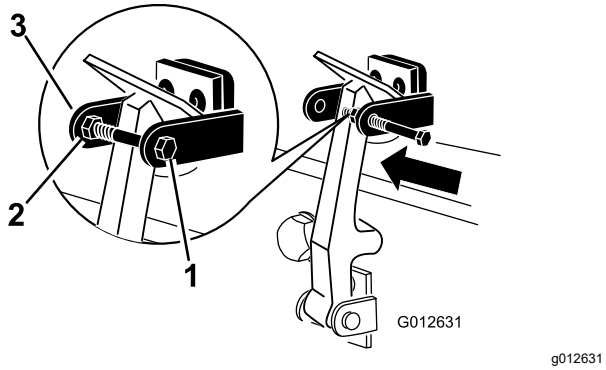

Figur 18
7. Skru bolten ind i den anden arm på hjelmlåsebeslaget for at låse låsen på plads (Figur 18).